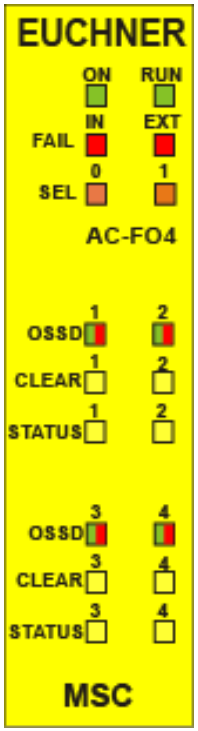

Bild 21:
8.3.9. Modul AC-FO4 *(Bild 21)*